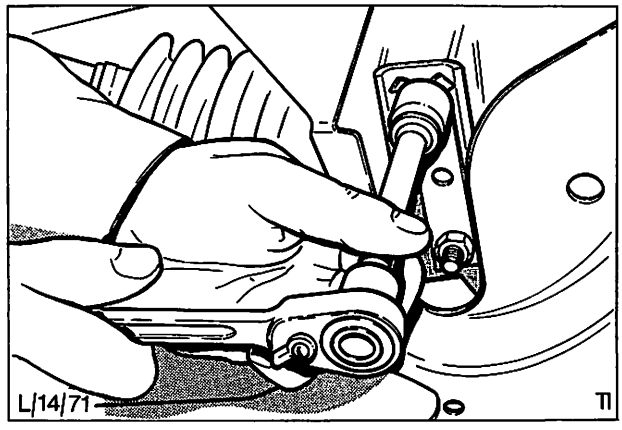

Abb. 12 Abschrauben der Lenkungs-U-Bügel
3. U-Bügel der Zahnstangenlenkung lösen. Abb. 12, und Zahnstangenlenkung komplett entfernen.